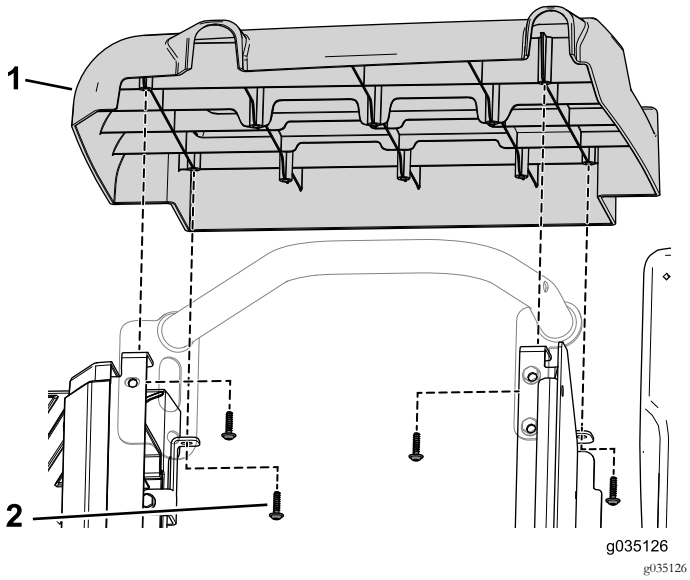

Figura 94
5. Utilice los 8 tornillos autorroscantes (3/32" x 7/8") para sujetar los paneles laterales derecho e izquierdo del kit a la base del asiento delantero (Figura 94).